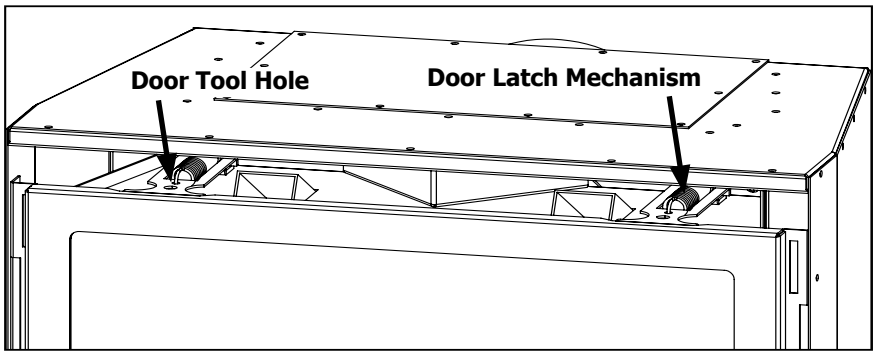
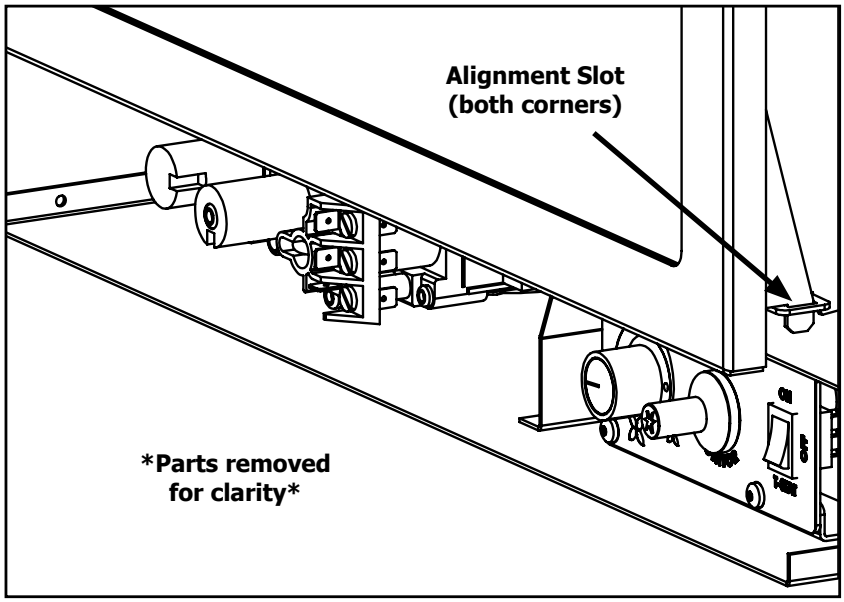

Figure 8. Top latches for glass door
Figure 9. Bottom Alignment Slots for glass door.
In order to install the glass media, and for regular cleaning, the glass door must be removed. There are two (2) door latch mechanisms on top the glass door as shown in Figure 8. Each latch has a hole at the front to use the door tool, supplied with the unit, to pull the mechanisms straight out and up. When the top latches are unhooked, lean the door forward and then lift it up out of the alignment slots at the bottom corners of the firebox, shown in Figure 9.